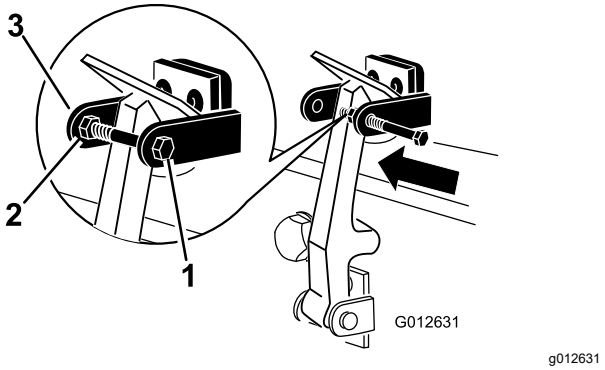

Figuur 7
8. Monteer de bout in de andere arm van de motorkapvergrendeling om de sluiting te vergrendelen (Figuur 7). Draai de bout vast, maar de moer niet.